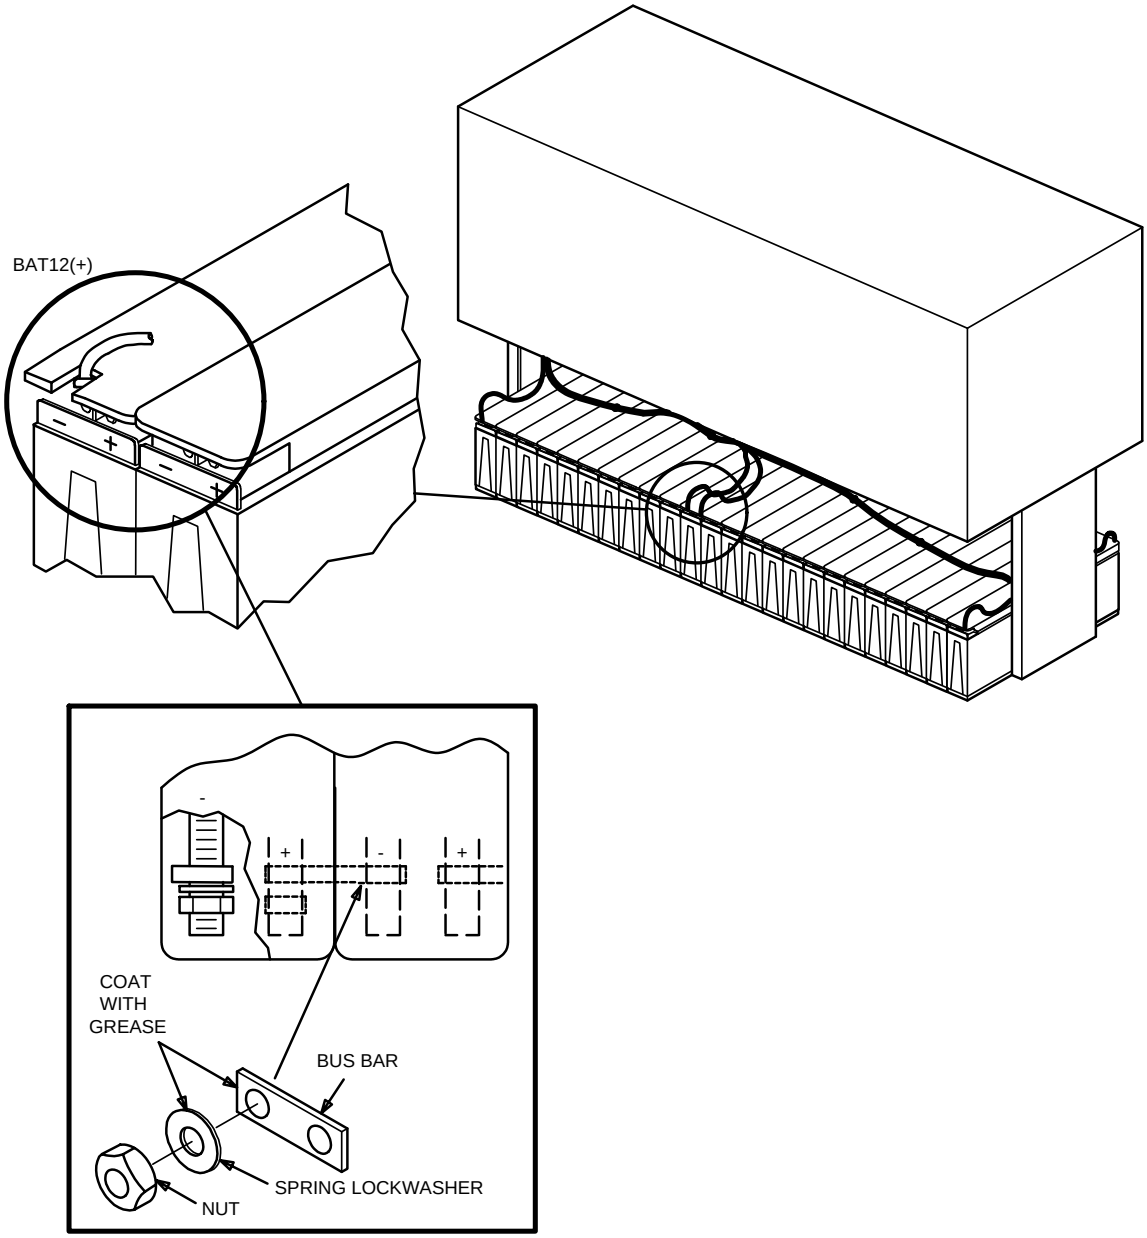

**Figure 2 – Battery String Connections for Lineage 2000 VR Series Batteries**
11. Coat inter-battery bus bars with NO-OXid grease and install on the batteries as shown in Figure 2. Install 1/4 inch lock washer and nut on battery post. Using insulated torque wrench with the socket, tighten nut to 55 in-lbs torque. Repeat for each battery post until all 12 batteries are connected together.
12. Cut a notch in the cover of the battery No. 1 (above "–" battery post) and battery No. 12 (above "**+**" battery post) (see Figure 2). This is required to install the battery string cable.
13. Connect the battery string cable to battery No. 1 by terminating the lug marked **BAT 1 (–)** to the "–" (negative) battery post of the first battery in the string (Figure 2). Connect the battery string cable to battery No. 12 by terminating the lug marked **BAT 12 (+)** to the "**+**" (positive) battery post of the 12th battery as shown in Figure 2. Install the lock washer and nut on the battery posts. Use insulated torque wrench to tighten the nuts to 55 in-lbs torque.